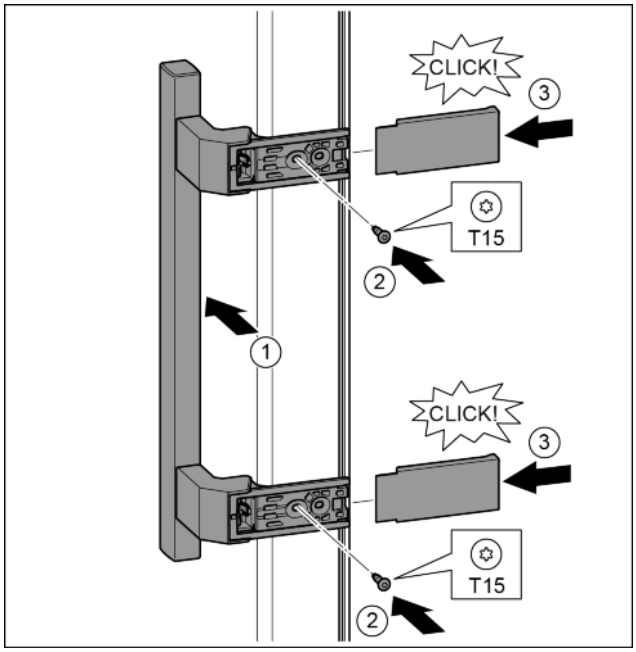

*Fig. 32*
▶ Position the handle on the other side. *Fig. 32 (1)*
▶ Tighten the screws with the T15 screwdriver. *Fig. 32 (2)*
▶ Position the covers on the side and push in. *Fig. 32 (3)*